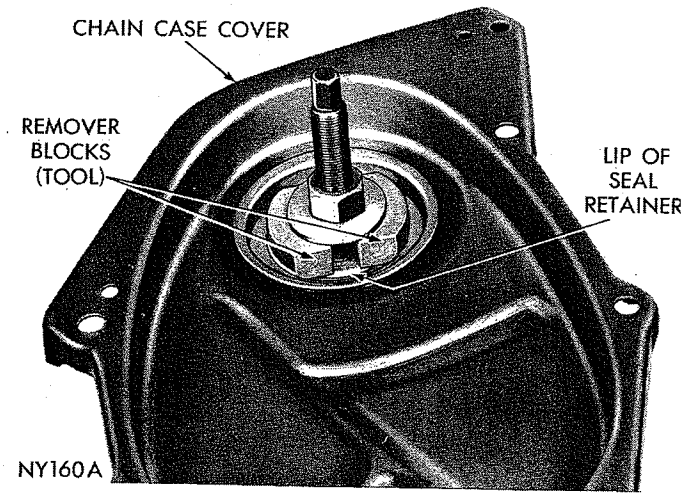
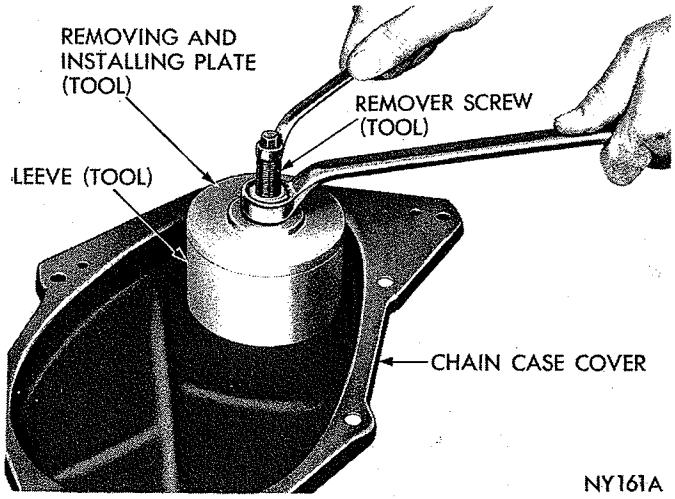

*Fig. 23—Remover Blocks Expanded to Puller Position (Tool C-3506)*
*Fig. 24—Removing Oil Seal (Tool C-3506)*
(1) Position remover screw of Tool C-3506 through case cover, the inside of case cover up. Position remover blocks directly opposite each other, and force angular lip between the neoprene and flange of seal retainer.
(2) Place washer and nut on the remover screw. Tighten nut forcing the blocks into the gap to a point of distorting the seal retainer lip (Fig. 23). **Remover is only positioned at this point.**
(3) Place sleeve over the retainer and install the removing and installing plate into the sleeve.
(4) Place flat washer and nut on remover screw. Hold center screw and tighten lock nut to remove seal (Fig. 24).